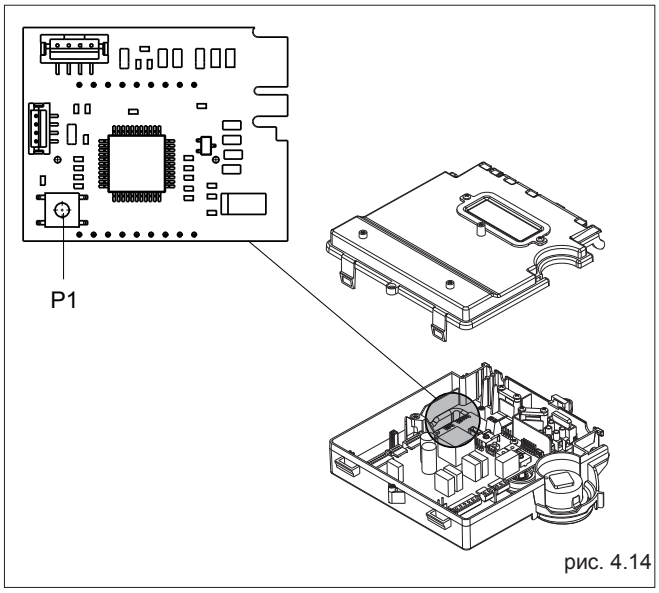
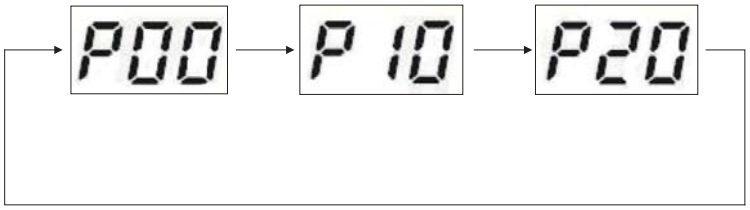

рис. 4.14
рис. 4.14b
- отвинтите крепёжные винты крышки (F), чтобы открыть доступ к контактной колодке (рис. 4.14)
ЗАМЕЧАНИЕ: для того чтобы получить доступ к кнопке P1 необходимо снять крышку панели управления и найти плату дисплея (рис. 4.14).
Удерживайте нажатой кнопку P1 на дисплее (рис. 4.14), по крайней мере, в течение 10 секунд, чтобы перейти в режим программирования. Три параметра и их значения будут циклически отображаться на дисплее (рис. 4.14b). Для того чтобы изменить значение какого-либо параметра ещё раз нажмите кнопку P1 во время отображения самого параметра, и удерживайте её нажатой до тех пор, пока значение параметра не изменится с 0 на 1, или наоборот (примерно 2 секунды).